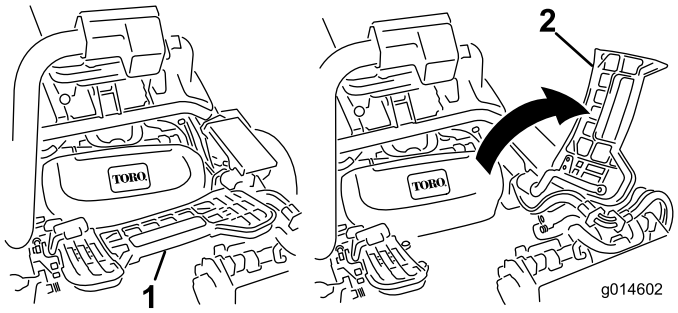

Figur 32
2. Lyft upp fotstödet och fäll upp det så att du kommer åt mittklippenheten (Figur 32).